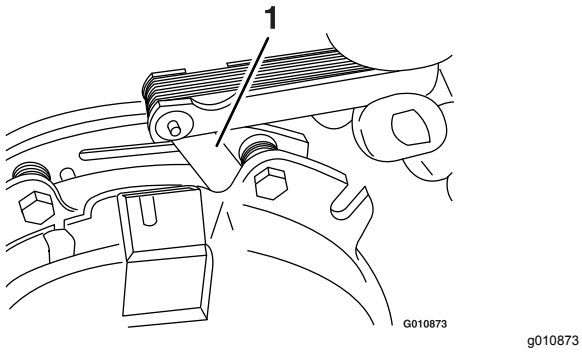

Figur 75
E. Brug en søgelære på 0,25 mm til at kontrollere, at der er et gab mellem rotor- og armaturoverfladen på begge side af bremsestangen som vist i Figur 74 og Figur 75.